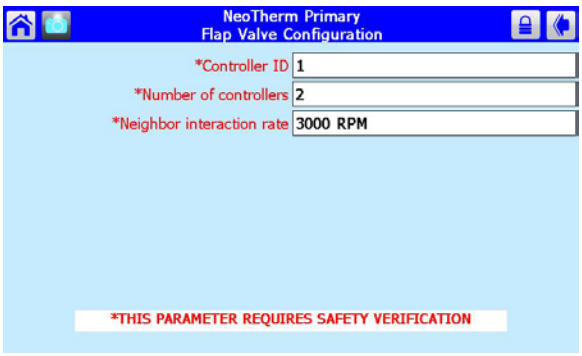

Fig. 71 – Flap Valve Configuration Screen
4. Scroll through the listing on the Configure menu to Flap Valve Configuration, and select that line. See Fig. 71.